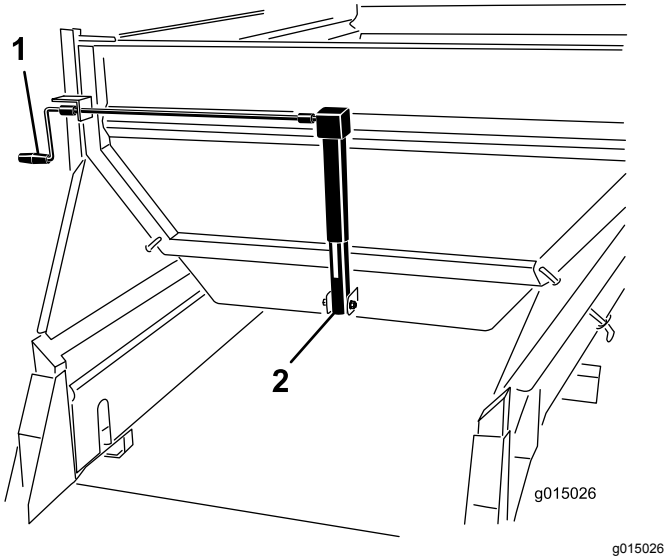

Rysunek 45
Obróć korbę, aby wyregulować śluzę (Rysunek 45), aż strzałka wyrówna się ze środkiem części w pożądanym kolorze (żółtym w tym przykładzie).
1. Obróć korbę, aby wyregulować śluzę (Rysunek 45), aż strzałka wyrówna się ze środkiem części w pożądanym kolorze (żółtym w tym przykładzie).